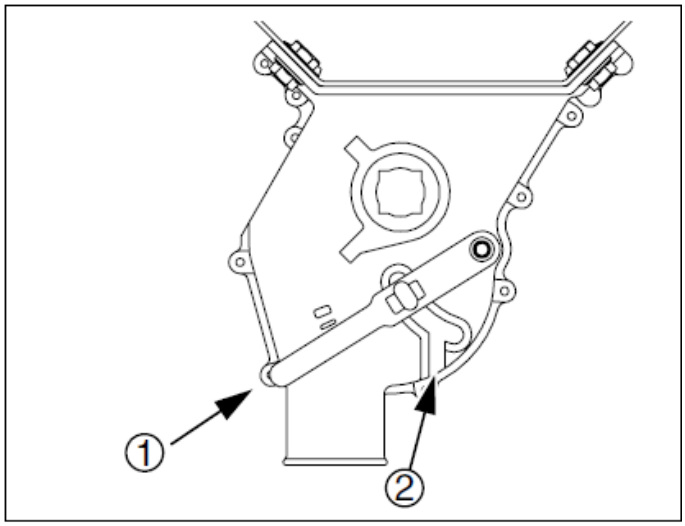

Рис. 103
См. Рис. 103, на котором рукоять лотка (1) находится в нормальном рабочем положении
3. Переведите лоток высевающего аппарата (1) нужной высевающей секции вниз, в положение (2).